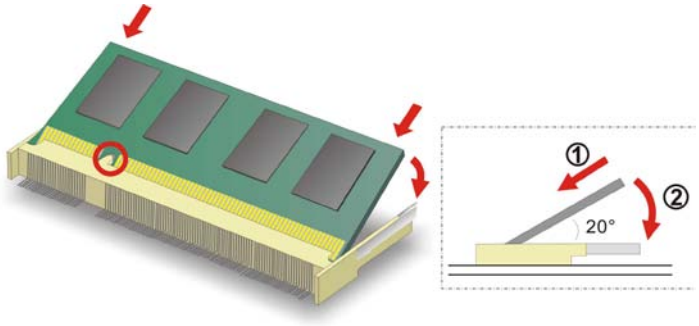

Figure 4-1: SO-DIMM Installation
To install an SO-DIMM, please follow the steps below and refer to Figure 4-1.
Step 3: **Insert the SO-DIMM**. Push the memory in at a 20º angle. (See Figure 4-1)
Step 4: **Seat the SO-DIMM**. Gently push downwards and the arms clip into place. (See Figure 4-1)